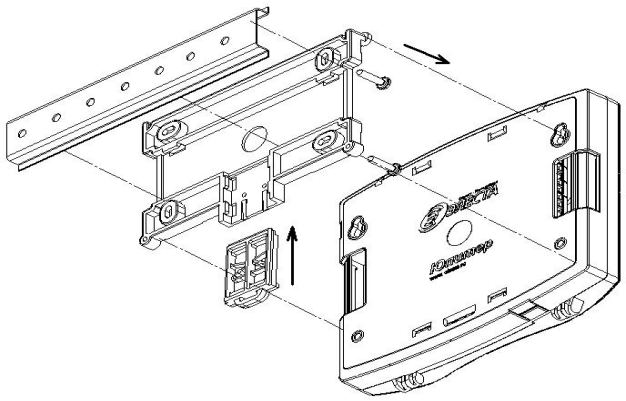

Рисунок 4.3. Вариант установки прибора через переходную планку на DIN-рейку(вид с задней крышки прибора)
- прибор крепится на переходную планку, которая устанавливается на DIN-рейку с помощью пластиковой защелки (рисунок 4.3).